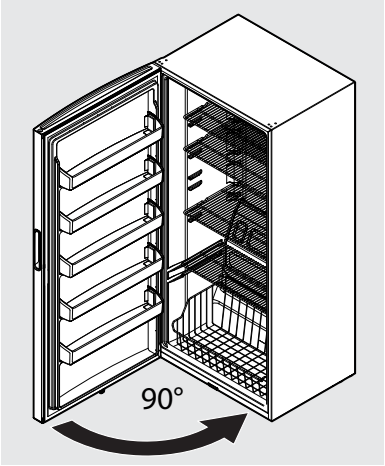

Figura 7
16. Deslice la puerta hacia el perno de la bisagra inferior a 90° con respecto al gabinete del congelador y cierre la puerta (vea la figura 7).